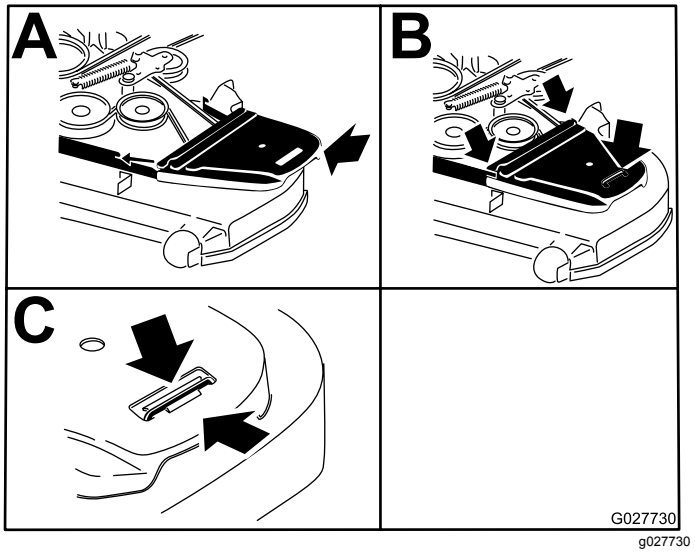

Figur 74
14. Monter remskærmene (Figur 74).